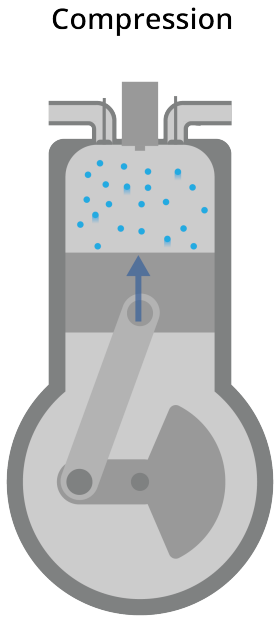

Figure 4.3: The compression stroke compresses the gas and oxygen.
- Now, the crank shaft starts to push the piston up, compressing the gas and oxygen. See Figure 4.3.